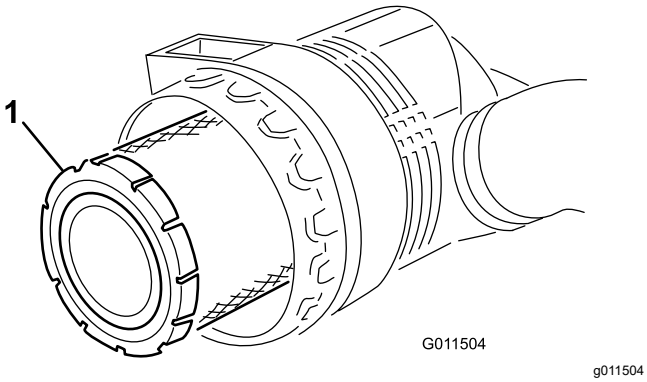

**Рисунок 86**
5. Снимите и замените фильтр грубой очистки(Рисунок 86).